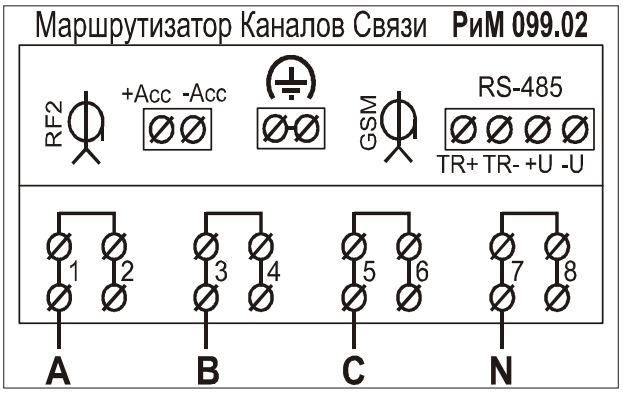

Рисунок 5 – Схема расположения контактов МКС
4.1 Подключение МКС должен проводить квалифицированный электромонтер согласно схеме, приведенной на рисунке 4. Расположение контактов МКС приведено на схеме, имеющейся на клеммной крышке (см. рисунок 5). Разметка отверстий для крепления приведена на рисунке 2.